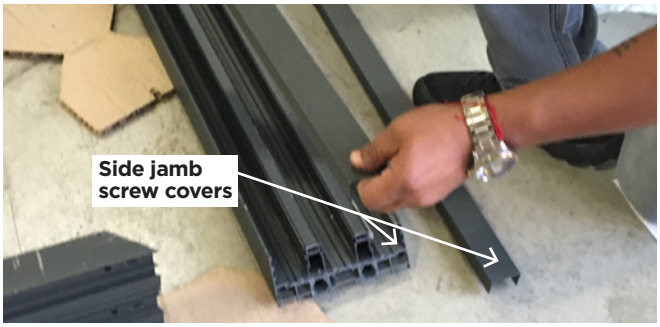
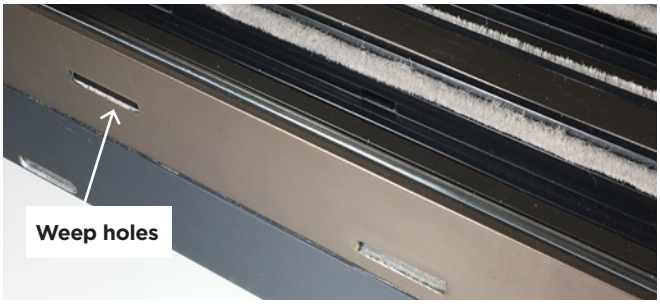

Figure 7
Figure 8
14. Locate the sill track and place it with the exterior side of the frame facing up. See **Figure 7**. This frame part can be easily identified as it is the only frame section with the weep holes in it. See **Figure 8**.
15. The side jamb frame components, (one left, one right) should be placed in their proper location, making note that the weather stripping orientation matches the sill weather stripping orientation. See **Figure 9**. Remove screw covers from frame as shown, (see **Figure 7**) and place in a secure location to be reinstalled once the frame is set.